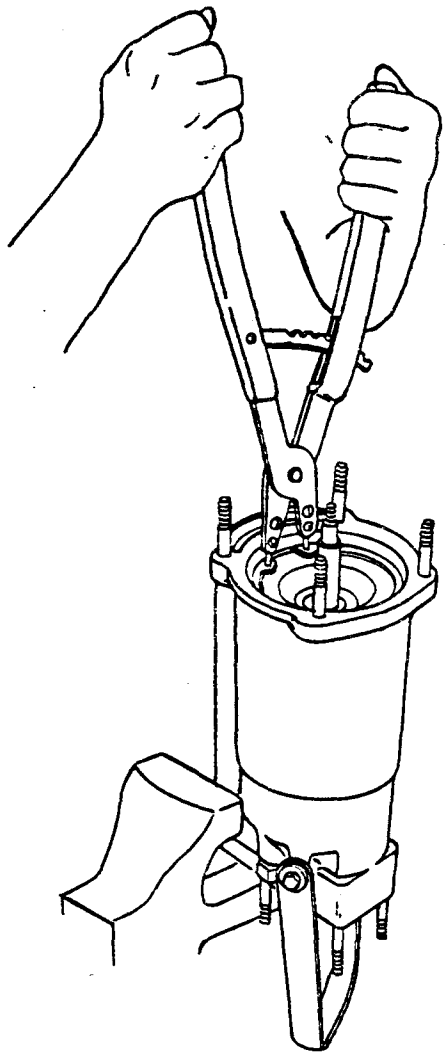

Figure 12. Removing Intermediate Retaining Ring
d. Use a large snap ring pliers to remove the retaining ring which retains the intermediate in the motor housing. See figure 12.
c. Install the wavy spring washer in the bottom of the motor housing bearing bore. Carefully install the rotor in the motor housing until the intermediate is below the retaining ring groove. Install the retaining ring. See figure 12.